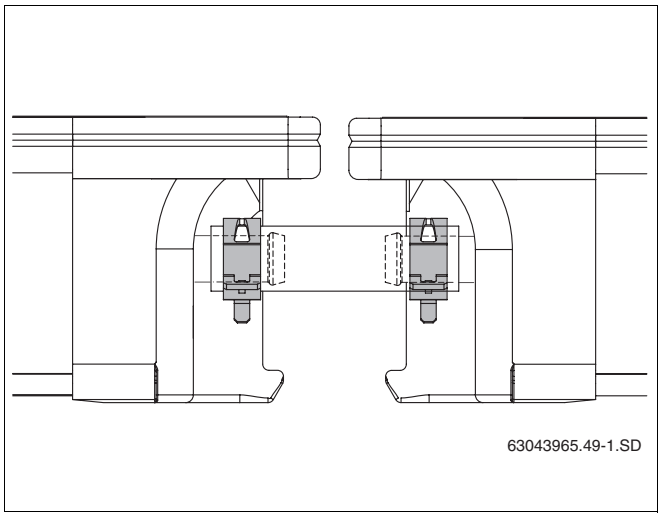

Rys. 50 Wąż instalacji solarnej zabezpieczony zaciskowymi opaskami sprężystymi
- Wszystkie węże instalacji solarnej należy przymocować na przyłączach kolektora zaciskowymi opaskami sprężystymi (rys. 50).